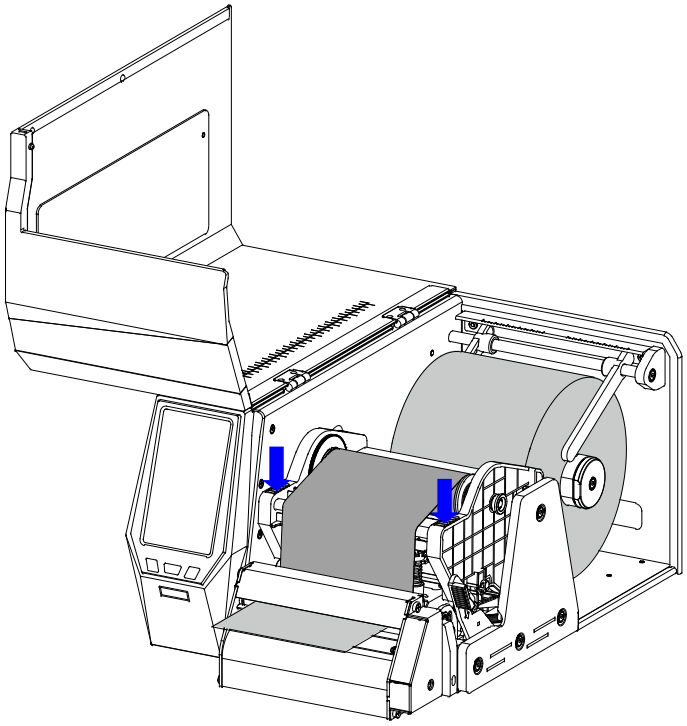

Figure 2-24 Lock the Printhead
5. Press the Printhead Module downwards until you hear a "click", as shown in Figure 2-24.